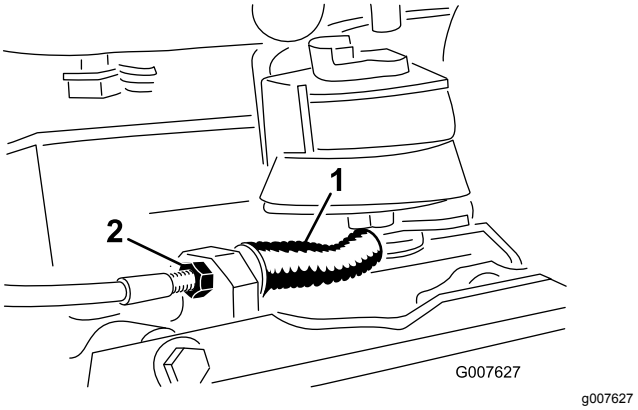

Figur 40
- For at mindske bremskabelspændingen skal du løsne kablets forreste kontramøtrik og stramme den bageste kontramøtrik (Figur 40). Gentag trin 1 og 2, og juster spændingen om nødvendigt.
- For at øge kabelspændingen skal du stramme kablets forreste kontramøtrik og løsne den bageste kontramøtrik (Figur 40). Gentag trin 1 og 2, og juster spændingen om nødvendigt.